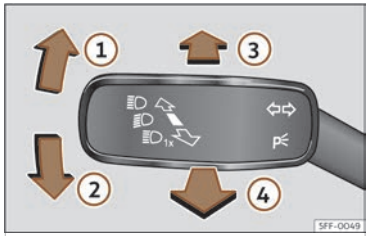

Fig. 100 Palanca dels intermitents i de llum de carretera (segons les versions).
- Des de la posició base, premeu cap endavant la palanca dels intermitents i llum de carretera >>> fig. 100 ③.
- **O BÉ**: si l'assistent del llum de carretera està connectat, estireu cap enrere la palanca dels intermitents i de llum de carretera >>> fig. 100 ④.